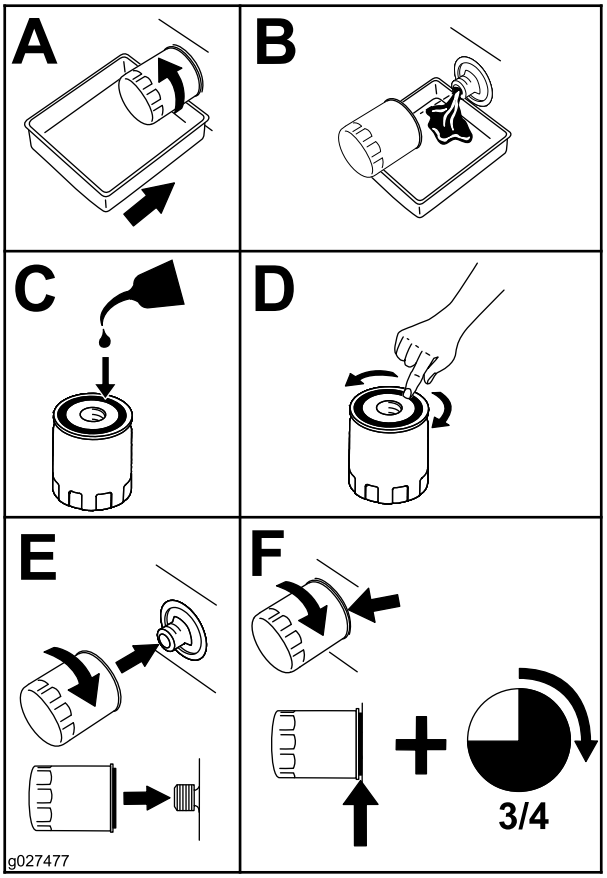

Figuur 56
2. Vervang het motoroliefilter (Figuur 56).